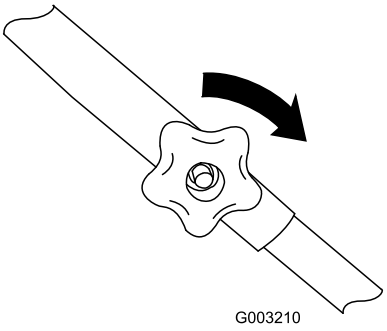

Figur 4
3. Monter boltene og de øvre håndtaksknottene med knottene på utsiden av håndtaket, og stram dem så hardt til som du kan (Figur 4).